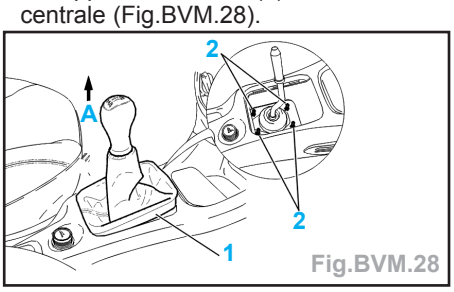

Fig.BVM.28
- Déclipper le soufflet (1) de la console centrale (Fig.BVM.28).